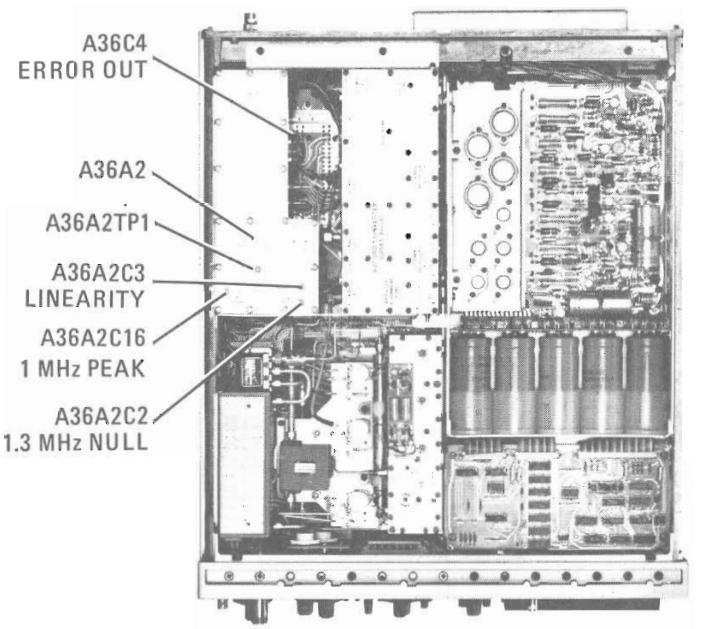

Figure 5-40. Tuning Stabilizer VCXO Adjustment Locations
v. Remove A36A2 cover plate (Figure 5-40) for access to test points and center A36A2C3 LINEARITY.